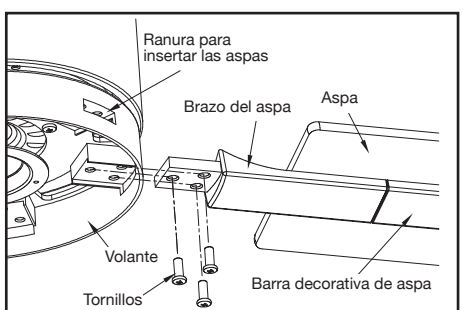

Figura 12
2. Inserta el ensamblaje del aspa en la abertura del centro del volante, alinea los tres orificios para tornillo del ensamblaje con sus correspondientes en el volante y asegura con los tornillos incluidos. Repite el procedimiento para ensamblar las aspas restantes. (Figura 12)